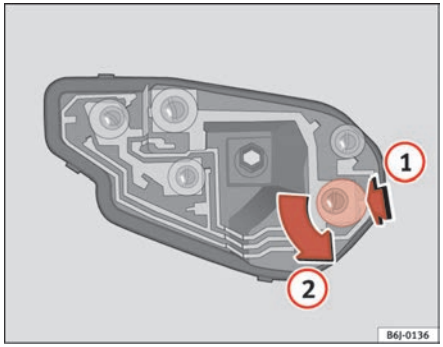

Fig. 146 Changing bulbs on rear lights
– Once the bulb holder has been removed, press downwards in the direction of the arrow (1) and at the same time, turn in the direction of the arrow (2) ⇒ fig. 146. ■